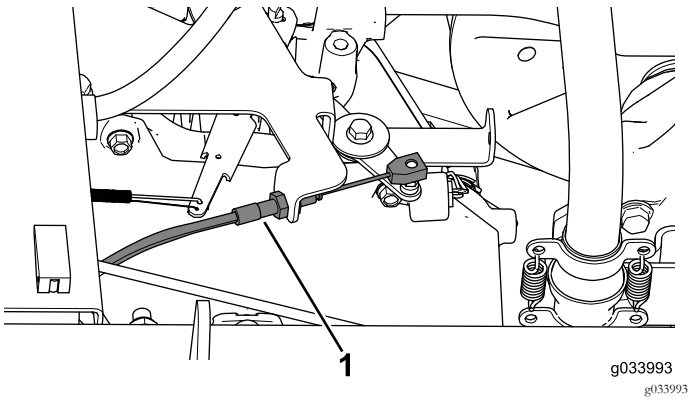

Figuur 9
3. Koppel de gaskabel los van de gashendel en verwijder de kabel van de gasbeugel (Figuur 9).